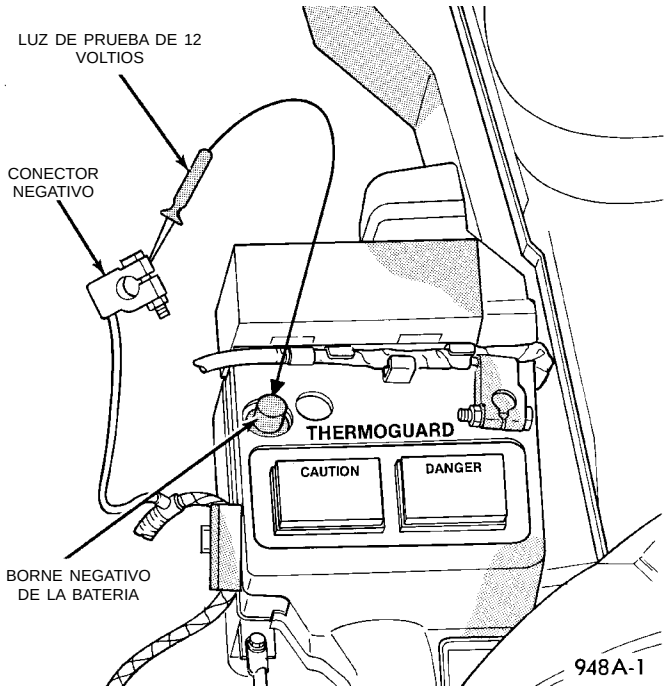

Fig. 6 Prueba de pérdida de carga con el encendido en posición OFF (IOD)
(3) Conecte la luz de prueba de 12 voltios, con una resistencia en frío de 5-7 ohmios, entre la abrazadera del cable negativo y el borne negativo de la batería (Fig. 6). Si la luz de prueba se apaga el sistema es correcto. Si la luz de prueba se enciende y se mantiene encendida, pase a la prueba Luz de prueba permanece encendida.